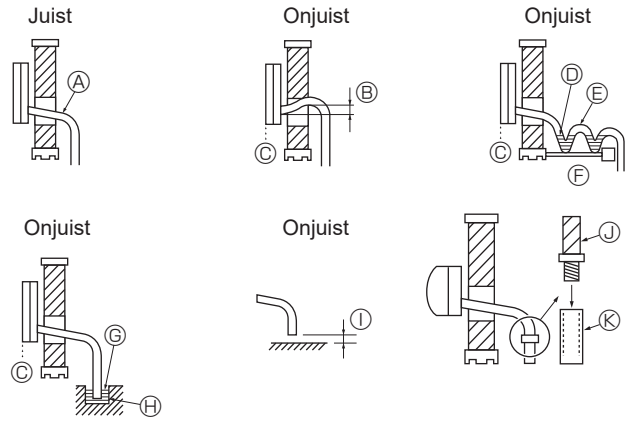

Afb. 5-1
5.1. Installatie van Draineerbuizen (Afb. 5-1)